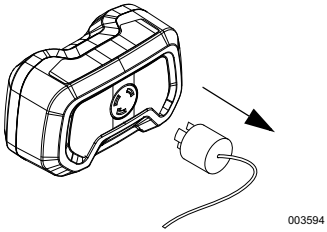

Figure 3-4. Remove 30A Plug
2. See *Figure 3-4*. Remove the 30A plug from parallel kit. DO NOT unplug parallel kit from generators.